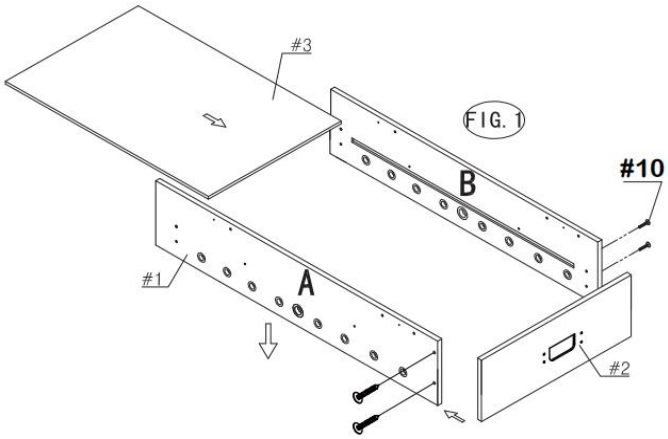

FIG.2.
6) Coloque el soporte (#7) en el tablero de juego (#3) como se muestra en la FIG.2. Fíjelo usando cuatro de Tornillos con cabeza de arandela (n.º 12).